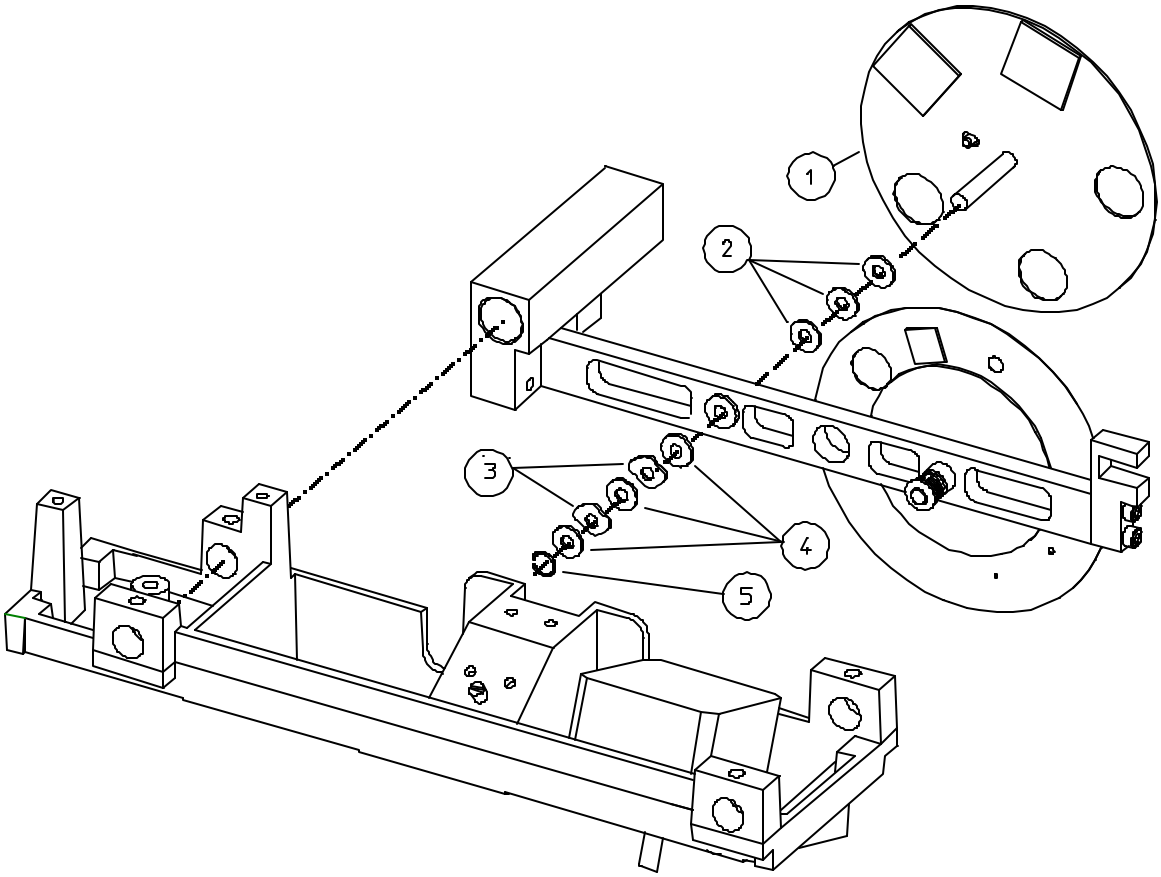

FIGURE 1. Color Wheel Installation
To install the color wheel, refer to Figure 1 and follow the guidelines given below.
3) Install the new color wheel (refer to Figure 1).